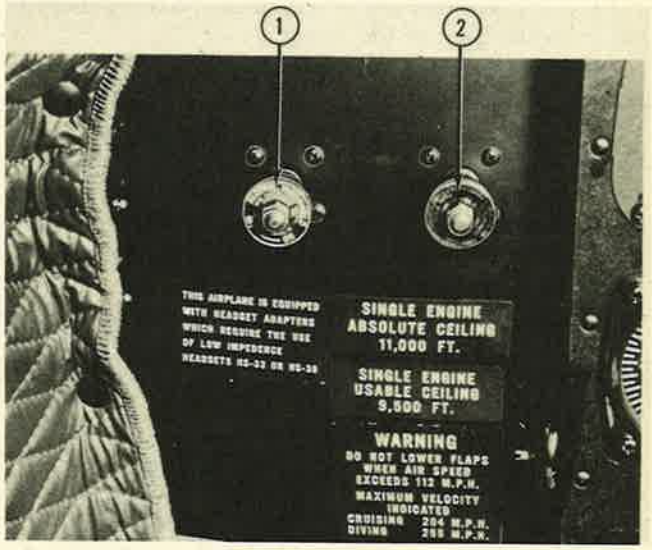

Figure 437—Windshield-Wiper Control Valve Installed—Early Airplanes
1. DESCRIPTION. – The windshield-wiper drive assembly consists of the hydraulic motor and motor control which are coupled to the two window control assemblies by two cable control assemblies. The wiper blades and operating arms are mounted on the splined shafts of the window controls units. (See figure 437.) The hydraulic fluid under pressure enters the hydraulic motor and is directed against the actuating piston by means of two, two-way valves. These two-way valves reciprocate the oil flow from one end of the actuating piston to the other by means of toggle arms, a cam, and a spring. The geared piston controls the pinion which in turn controls the wiper-arm actuating shaft. The motion of the actuating piston is transmitted to the window control assemblies by the flexible push-pull cable control assemblies.